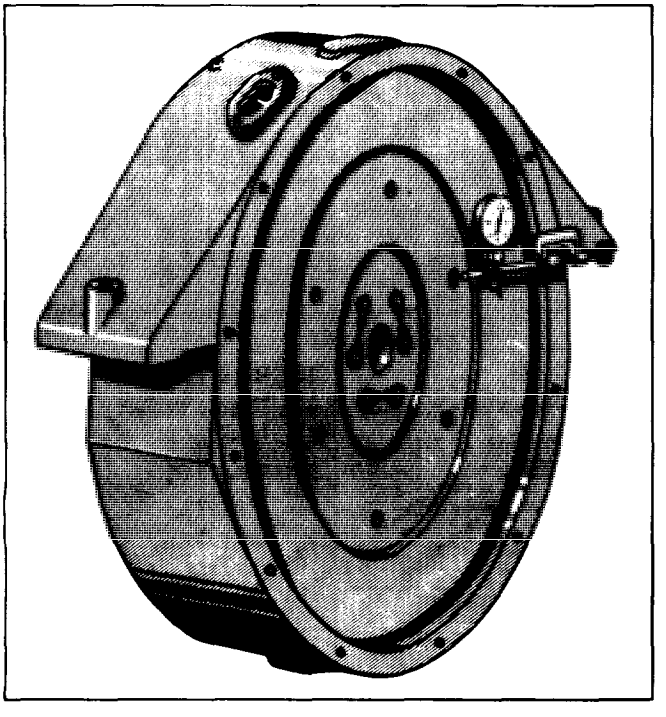

Figure 5-64. Flywheel Runout Check
a. Install a dial indicator so that the indicator point bears against the flywheel face. See figure 5-64.